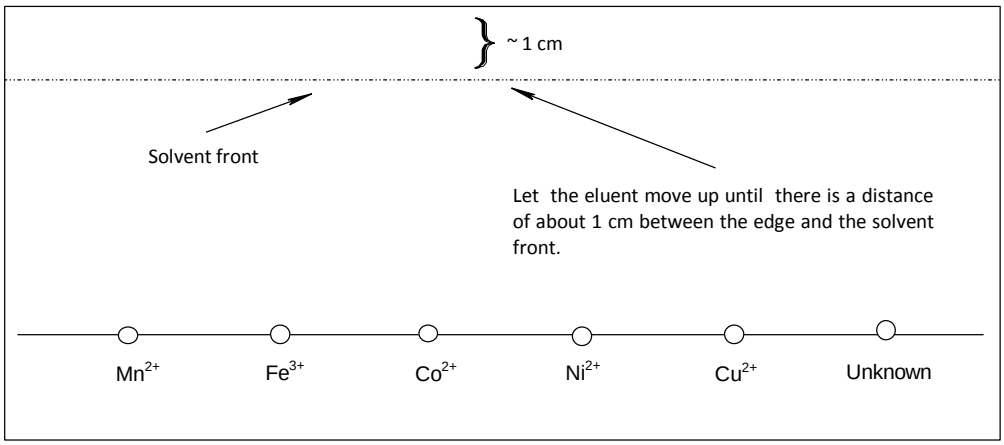

Figure 3. Chromatogram with solvent front.
10. Allow the chromatogram to soak the eluent until it reaches about 1 cm from the top edge of the cylinder. This position is known as the solvent front (Figure 3). This may take about 15 to 20 minutes.